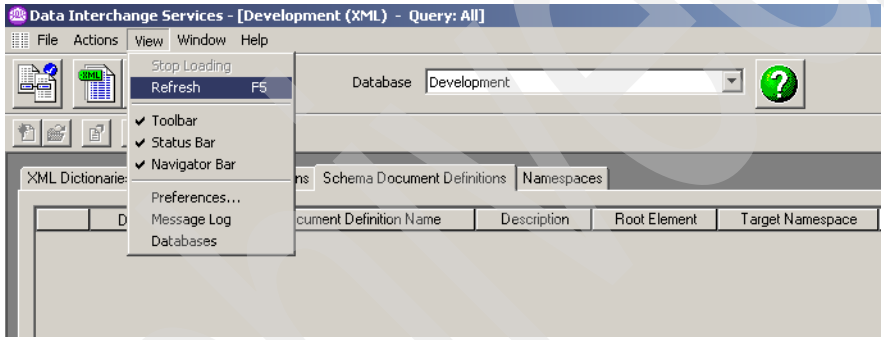

Figure 15-17 Refresh view
9. We can view the new Schema Document Definition by selecting the **Schema Document Definitions** tab from the XML functional area. If no entry is displayed, refresh the view by choosing **View** → **Refresh** (Figure 15-17).